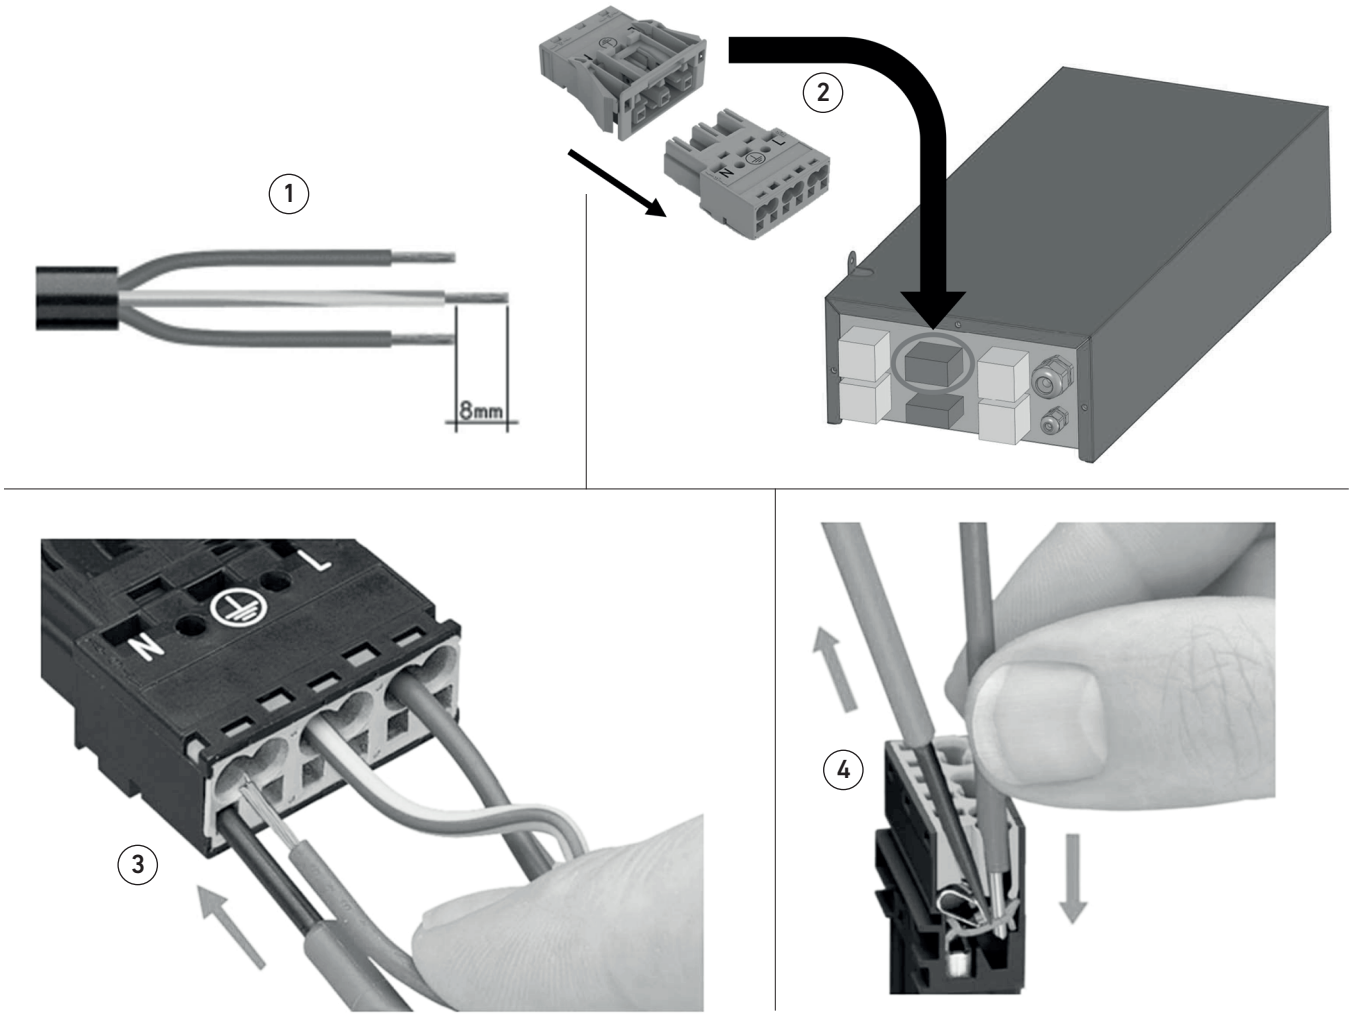

fig. 17
- Munissez-vous d'un câble électrique de taille appropriée pour l'équipement., dénuder environ 55 mm de l'isolation extérieure, dénuder environ 8 mm des câbles de phase (L), de neutre (N) et de terre (⏚), en laissant le câble de terre légèrement plus long que les deux autres (fig. 17 détail 1) ;
- Débrancher le connecteur mâle à 3 pôles du connecteur femelle comme indiqué sur la fig. 17 détail 2, utiliser un tournevis plat d'une longueur de lame d'environ 2,5 mm pour ouvrir la pince du connecteur et insérer le câble dénudé dans la cavité appropriée (phase en L, neutre en N et terre en ⏚) jusqu'à la butée (fig. 17 détail 3) ;
- Retirer le tournevis pour fermer la pince du connecteur et s'assurer que le câble soit correctement fixé en essayant de le tirer légèrement (fig. 17 détail 4) si la fixation est correcte, les parties non gainées du câble ne doivent pas sortir du boîtier du connecteur ;